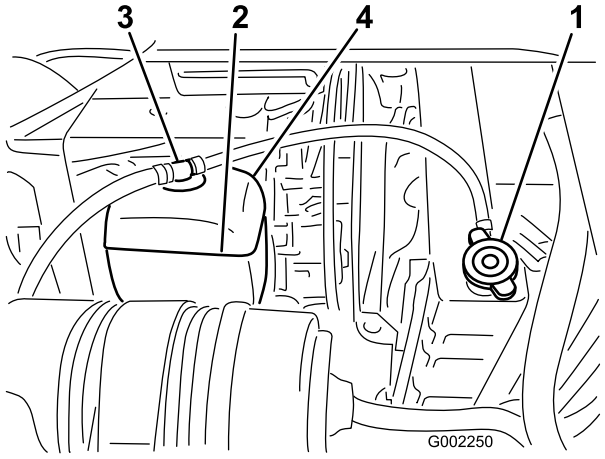

Bild 53
3. Schrauben Sie den Kühlerdeckel und den Deckel vom Ausdehnungsgefäß vorsichtig ab (Bild 53).